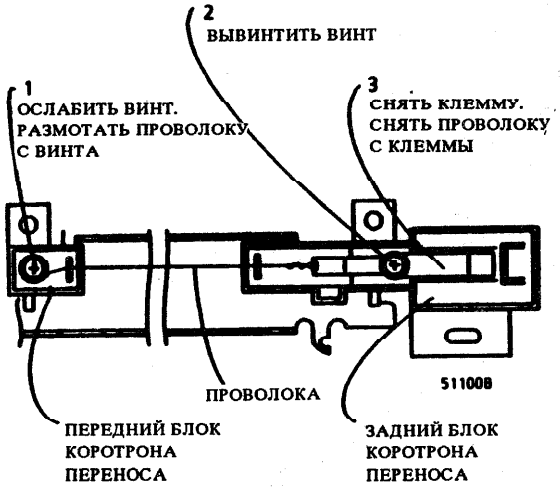

Рис. 1. Снятие проволоки коротрона переноса
2. (Рис. 1): Снять проволоку коротрона переноса и клемму проволоки.